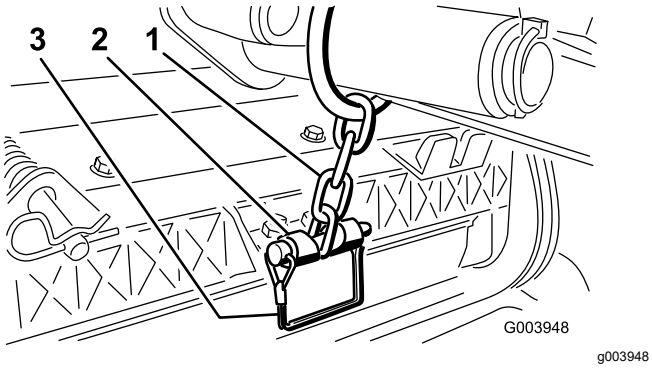

Figur 19
14. Fäst lyftarmens kedja på kedjefästet med låsstiftet (Figur 19).